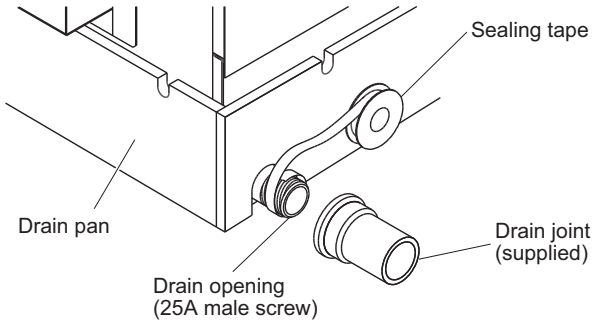
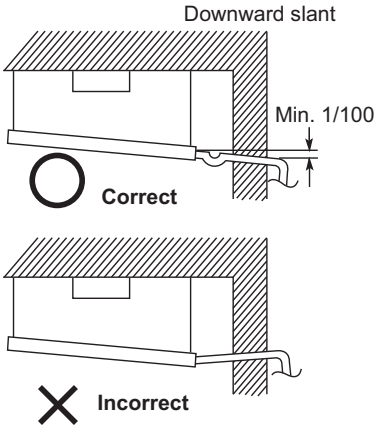

Fig. 2-163
Fig. 2-164
(1) Prepare standard hard PVC pipe (O.D. 32 mm) for the drain and use the supplied drain socket to prevent water leaks. The PVC pipe must be purchased separately. When doing this, apply adhesive for the PVC pipe at the connection point.
(2) If connecting a drain joint (supplied) to the threaded drain port, first wrap the drain port threads with sealing tape, then connect the joint. (Fig. 2-163)
(3) After connecting the drain pipe securely, wrap insulator (field supply) around the pipe.
(4) Ensure the drain pipe has a downward slant (1/100 or more) and prepare traps as indicated in Fig. 2-164.